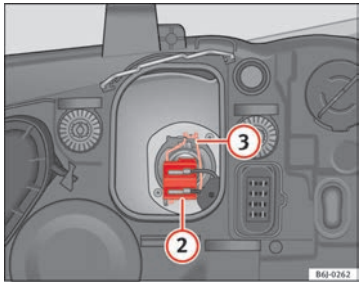

Fig. 157 Dipped beam headlights
– Remove connector ⇒ Fig. 157 (2) from the bulb.
– Unclip the retainer spring ⇒ Fig. 157 (3) pressing inwards to the right.